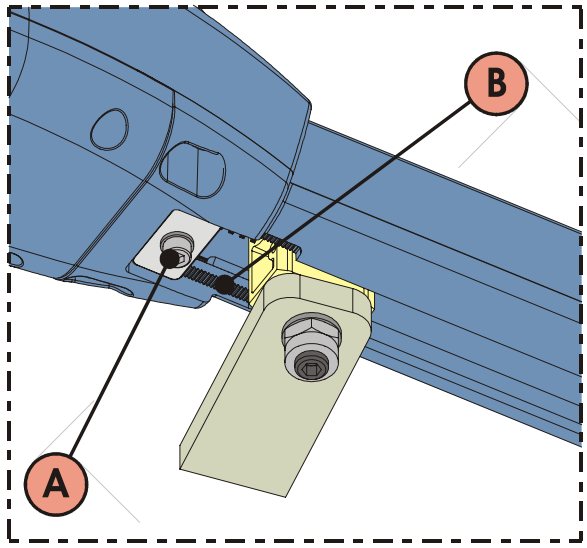

Fig. 17
3) Loosen the fastening screw, Fig.17 ref.A. Do not remove the screw.
IMPORTANT: The mechanical stop works coupled to a toothed sector, Fig. 17 ref. B. If there are any troubles during the movement, make sure that the coupling is free. DO NOT FORCE.